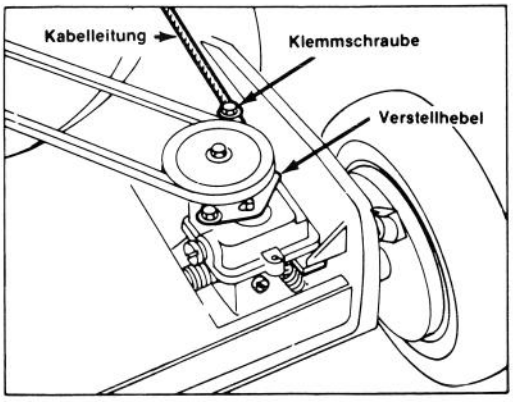

Abbildung 17
3. JUSTIERUNG (Abb. 17) — Kabelklemmschraube lockern bis das Kabel leicht durchrutscht. Den am Griff angebrachten Antriebshebel auf AUS in Arretierstellung bringen. Den Verstellhebel zur Klemmschraube bewegen